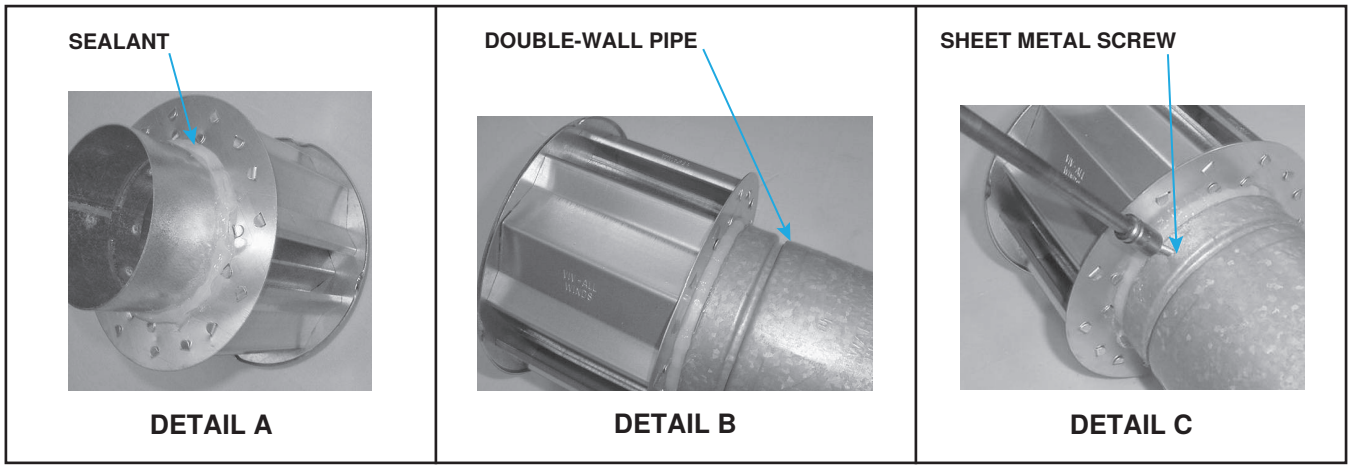

Figure 10. Connecting Double-Wall (Type B) Pipe to Vent Cap
a. Apply continual 3/8-inch bead of silicone sealant around circumference of vent cap collar (see **Figure 10**, DETAIL A) to prevent any water inside vent cap from running down double-wall pipe.
b. Before sealant has any time to dry, insert collar on vent cap as far as possible inside inner wall of double-wall pipe (see **Figure 10**, DETAIL B).
d. Secure vent cap to double wall pipe by drilling hole and inserting 3/4-inch-long sheet metal screw into vent cap collar (see **Figure 10**, DETAIL C). Do not overtighten screw.